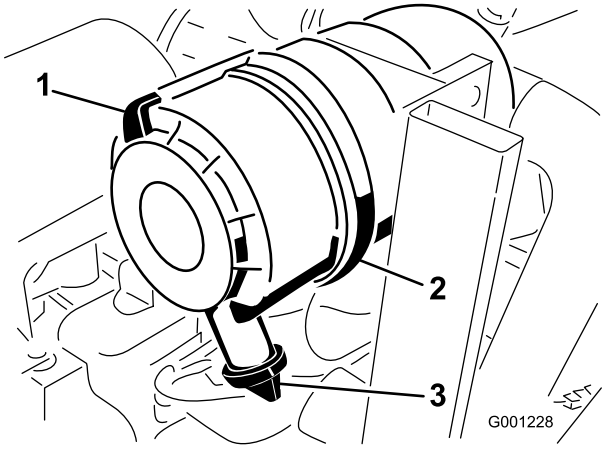

Figur 47
1. Dra ut spärren och vrid luftrenarkåpan motsols (Figur 47).
2. Ta bort kåpan från luftrenaren (Figur 47).
8. Montera kåpan och placera gummiutloppsventilen i nedåtläge – mellan ca klockan 5 till klockan 7 sett från änden (Figur 47).